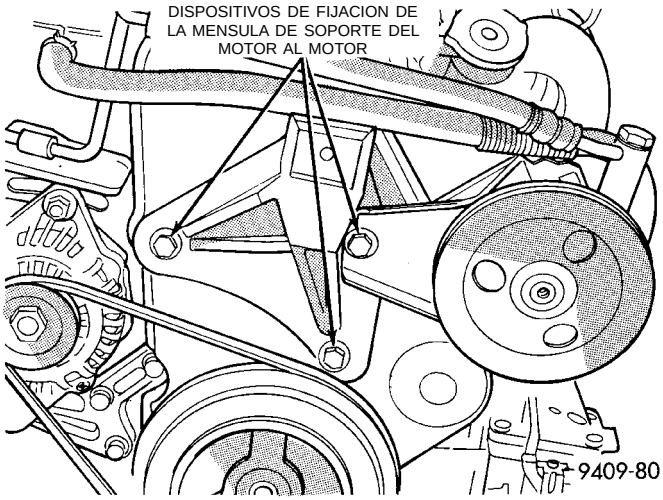

Fig. 36 Ménsula de soporte derecho del motor
(5) Retire el soporte derecho del motor. Consulte el procedimiento descrito en esta sección.
(6) Retire la ménsula del soporte derecho del motor (Fig. 36).